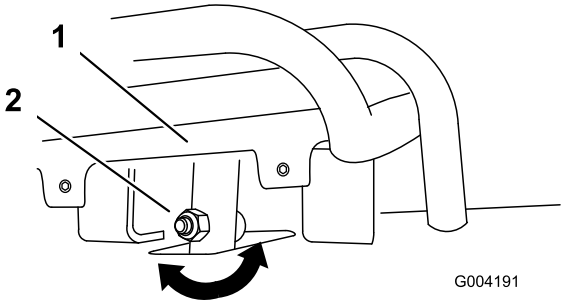
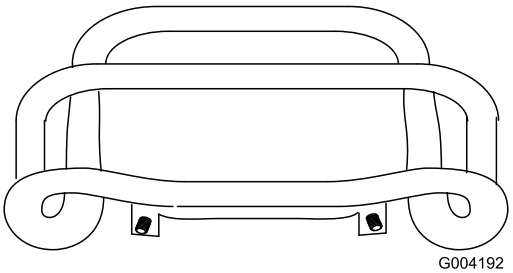

Figur 51
Figur 52
4. Om drivreglagets främre del inte ligger tätt intill och i rät vinkel mot referensstaven lossar du flänsmuttern och bulten på drivreglagets skaft (Figur 51).
5. Justera drivreglaget så att det ligger tätt intill mot referensstaven när det dras rakt bakåt (Figur 51 och Figur 52).